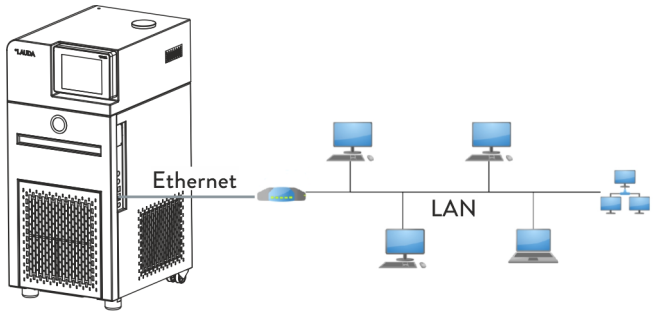
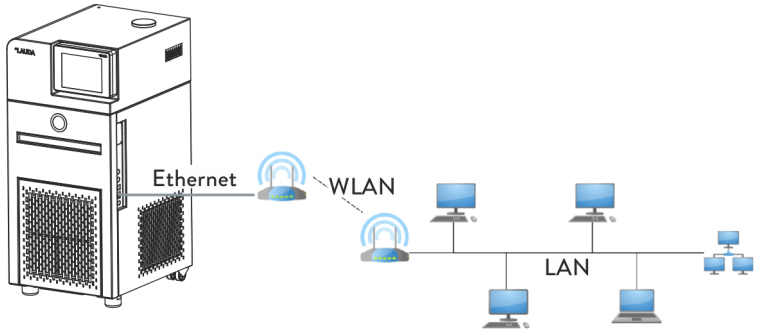
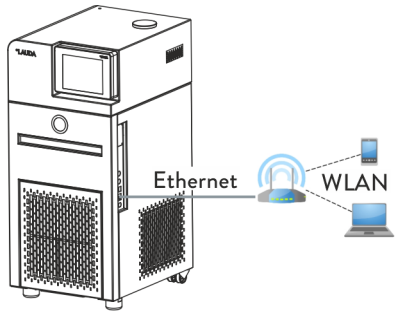

Abb. 11: Verbunden über LAN
Abb. 12: Verbunden über LAN und WLAN
Abb. 13: Verbunden über WLAN
In Abb. 11 ist dargestellt, wie das Temperiergerät mit einem Leitstand/PC über ein LAN-Netzwerk verbunden ist.
In Abb. 12 ist die Anbindung des LAUDA Temperiergeräts über ein WLAN an ein LAN-Netzwerk mit Leitstand/PC dargestellt. Dabei wird das Temperiergerät mit einem handelsüblichen Ethernetkabel mit einem WLAN-Router verbunden. Der WLAN-Router muss so konfiguriert werden, dass er eine Verbindung zu einem LAN über einen anderen WLAN-Router aufbaut. So eine Verbindung nennt sich WLAN-Bridge. Wie die WLAN-Router konfiguriert werden müssen, entnehmen Sie der Anleitung des jeweiligen Routers.
In Abb. 13 ist eine direkte Verbindung vom Leitstand/PC zum LAUDA Temperiergerät über ein WLAN dargestellt. Der WLAN-Router ist dabei als ein Access-Point zu konfigurieren. Wie der WLAN-Router konfiguriert werden muss, entnehmen Sie der Anleitung des Routers.
- Für Verbindungen wie in Abb. 12 und Abb. 13 gezeigt sind, können handelsübliche WLAN-Router genommen werden. Diese müssen die benötigte Verbindungsfunktion aufweisen und die Anforderungen des Landes erfüllen in denen sie betrieben werden. Für den Aufbau, wie in Abb. 12 dargestellt, empfiehlt LAUDA jedoch einen Industrie-WLAN-Router zu verwenden.
17. Verbinden Sie die Ethernet-Schnittstelle des Temperiergeräts wie auf Abb. 11 bis Abb. 13 gezeigt. Verwenden Sie ein handelsübliches Ethernetkabel (Patch-Kabel).
8. Verbinden Sie die Ethernet-Schnittstelle des Temperiergeräts wie auf Abb. 11 bis Abb. 13 gezeigt. Verwenden Sie ein handelsübliches Ethernetkabel (Patch-Kabel).